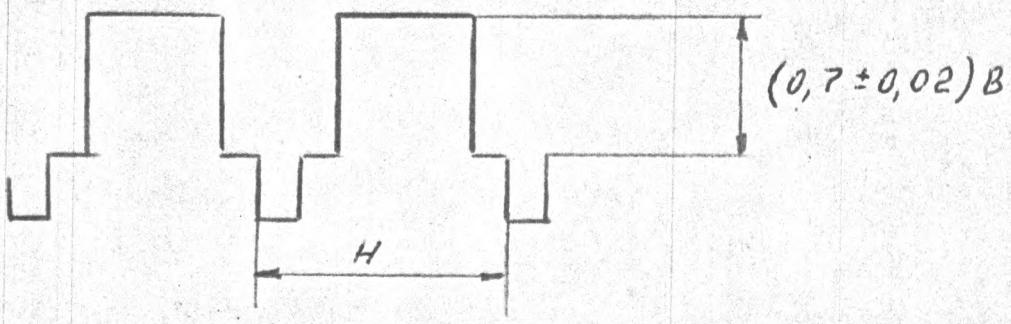

РИС. 7.12
7.6.8.3. ПОДКЛЮЧИТЕ К КОНТАКТУ =A4-XS1:19 ОТНОСИТЕЛЬНО =A4-XS1:17 РЕЗИСТОР СОПРОТИВЛЕНИЕМ (75+-1,5)ОМ И КОНТРОЛИРУЯ ОСЦИЛЛОГРАФОМ С1-81 НА КОНТАКТЕ =A3-XP5:1 ВОСПРОИЗВЕДИТЕ ТОЛЬКО ЧТО СДЕЛАННУЮ ЗАПИСЬ. РЕЗИСТОРОМ A3-R47 УСТАНОВИТЕ РАЗМАХ ВИДЕОСИГНАЛА (0,7+-0,02)В ОТ УРОВНЯ "ЧЕРНОГО" ДО УРОВНЯ "БЕЛОГО" (РИС. 7.12).